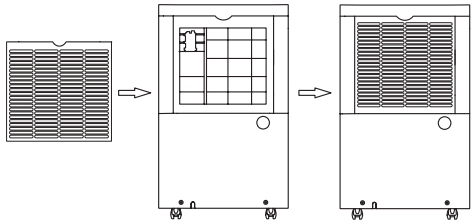

Рис. 9
5. Установите обратно решетку с фильтром (рис. 9).